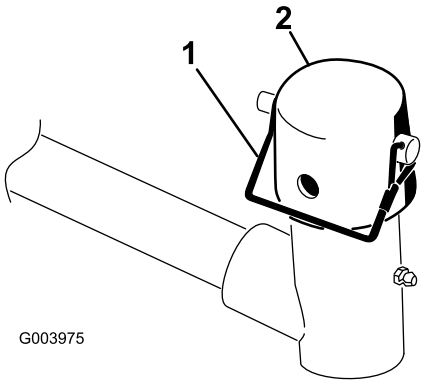

Figur 10
7. Fjern låsestiften og hætten fra løftearmens drejegaffel (Figur 10).
11. Fastgør hætte og bærerammens aksel på løftearmsgaflen med låsestiften. Brug rillen, hvis der ønskes en klippeenhed med styring, eller brug hullet, hvis klippeenheden skal fastlåses i positionen (Figur 10).